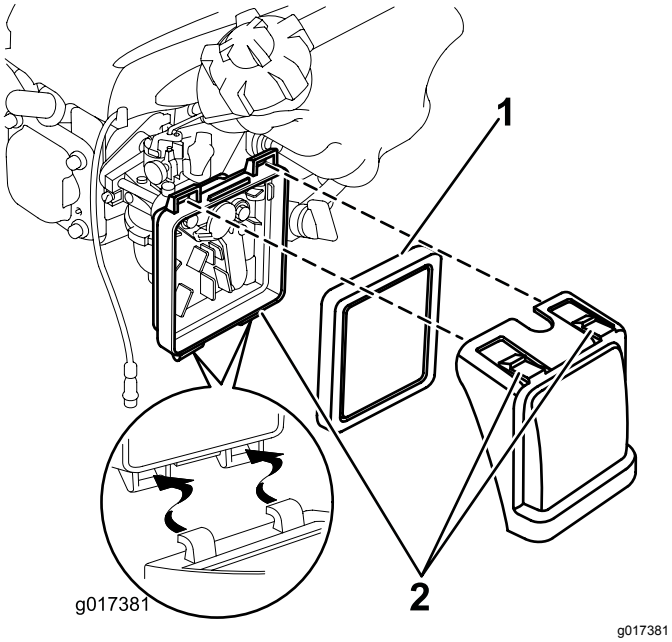

Figuur 18
1. Druk de lippen van de vergrendeling bovenop de luchtfilterdeksel omlaag (Figuur 18).
2. Open het deksel (Figuur 18).
3. Verwijder het filter (Figuur 18).
6. Plaats het filter op de juiste plaats (Figuur 18).
7. Plaats het deksel terug (Figuur 18).